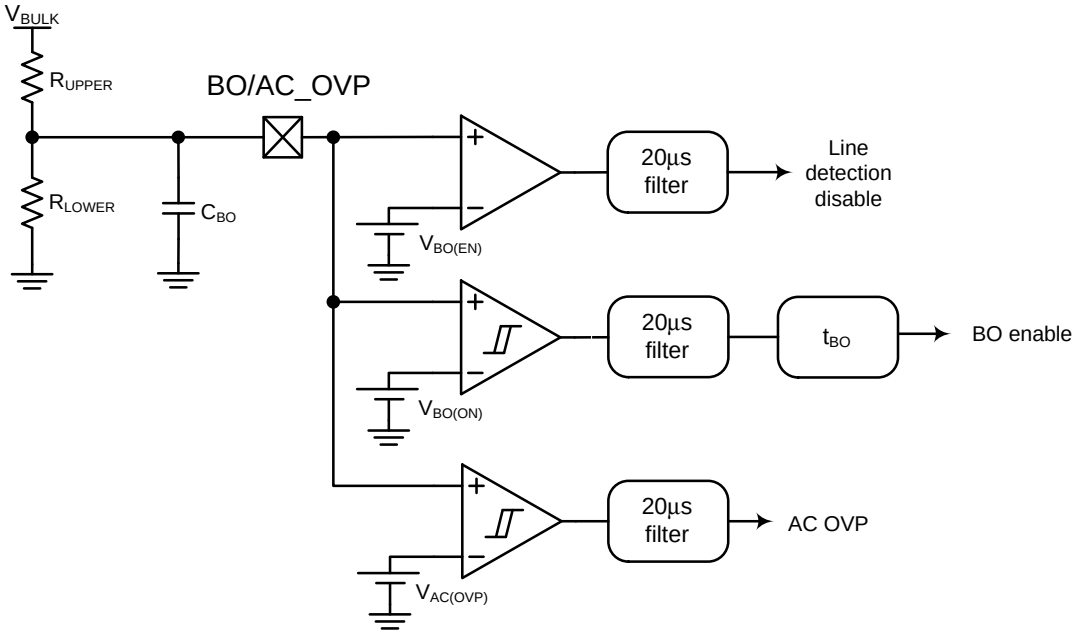

Figure 41. The Internal Brown−out Configuration
The Brown−out circuitry offers a way to protect the application from operation under too low an input voltage. Below a given level, the controller blocks the output pulses, above it, it authorizes them. The internal circuitry, depicted by Figure 41, offers a way to observe the high−voltage (HV) rail.